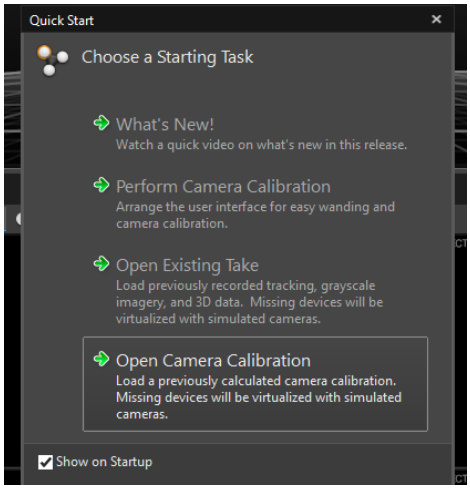

Figure 2: Quick Start menu in Motive 2.0.1
1. Open Motive. In the Quick Start menu (Figure 2), select the calibration file (*.cal) that was created when calibrating the cameras. If the Quick Start menu does not open, the calibration file can be loaded from the File menu as well. After the file loads, also load the Profile (File > Load Profile) saved when calibrating cameras. This will ensure no rigid bodies are currently in the workspace.